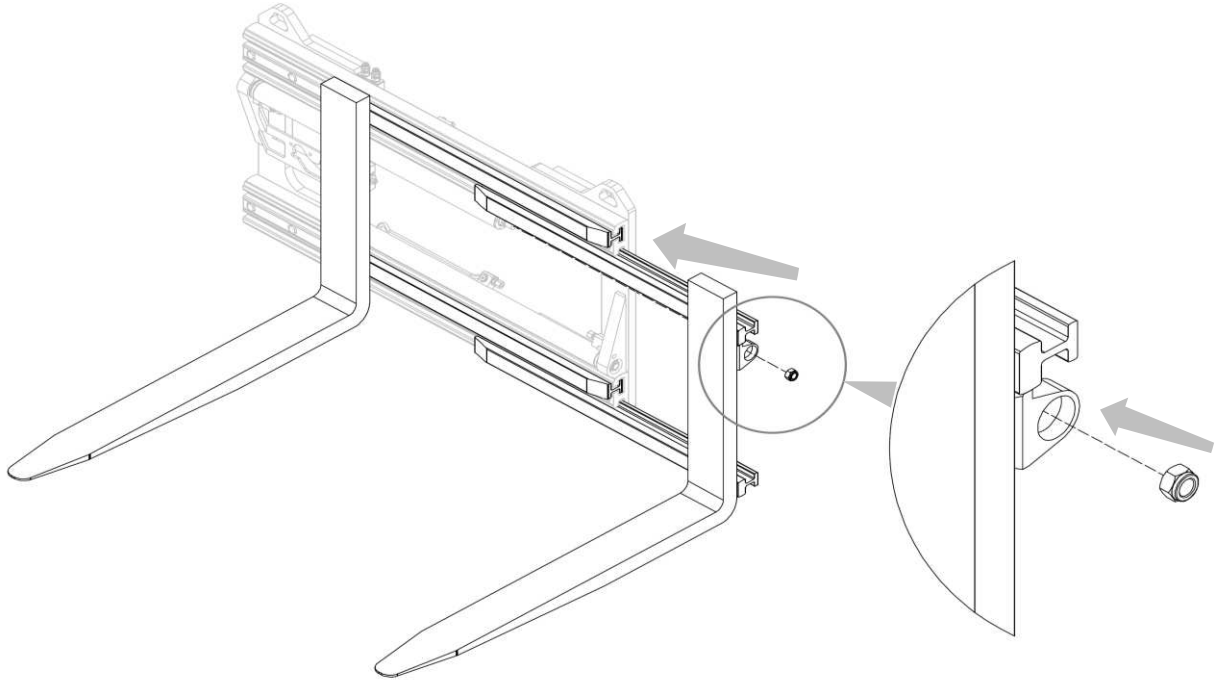

Figura 13
2. Insertar los prefiles, con las correspondientes horquillas soldadas a ellas, y mediante la tuerca correspondiente, fijarlas a los cilindros (mira *Figura 13*).